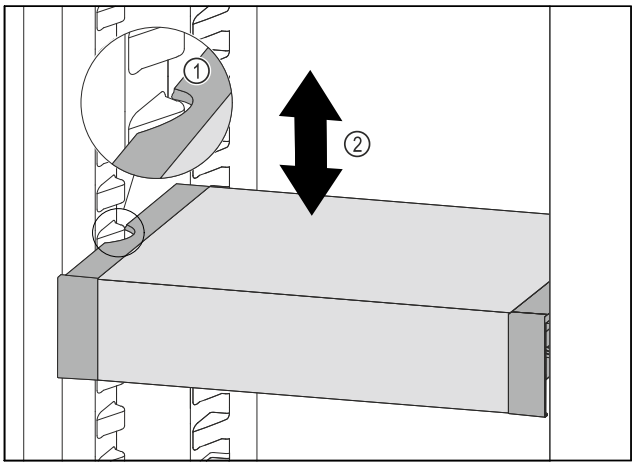

Fig. 194
▶ Tirer le VarioSafe vers l'avant jusqu'à ce que les encoches latérales du VarioSafe soient à la hauteur de la nervure du bac dans la partie réfrigérateur. *Fig. 194 (1)*
▶ Déplacer le VarioSafe vers le haut ou vers le bas dans la partie réfrigérateur jusqu'à ce que la hauteur souhaitée soit atteinte. *Fig. 194 (2)*